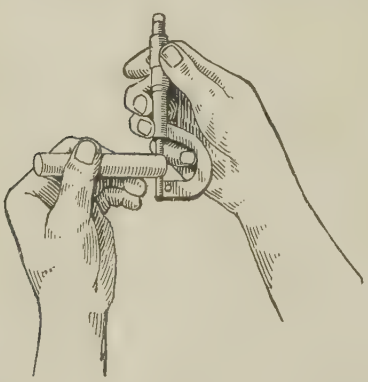

Fig. 65.
79. Holding a Micrometer.—Figure 65 indicates clearly the proper way to hold the micrometer in order to accurately